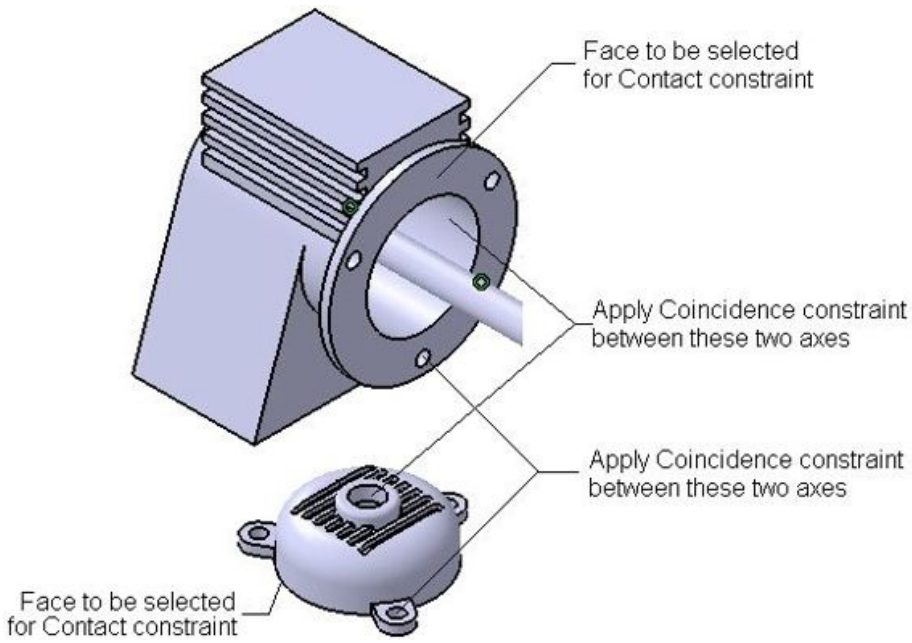

Figure 12-77 *Various faces to be selected for applying the three constraints*
2. Apply the **Contact** constraint between the front face of the Motor and the bottom face of the Cover, refer to Figure 12-77.
4. Apply another Coincidence constraint between one of the screw holes in the Cover and Motor. Various faces to be selected for applying these three constraints are shown in Figure 12-77. After applying all the three constraints, update the model to properly orient the cover in the Blower assembly.